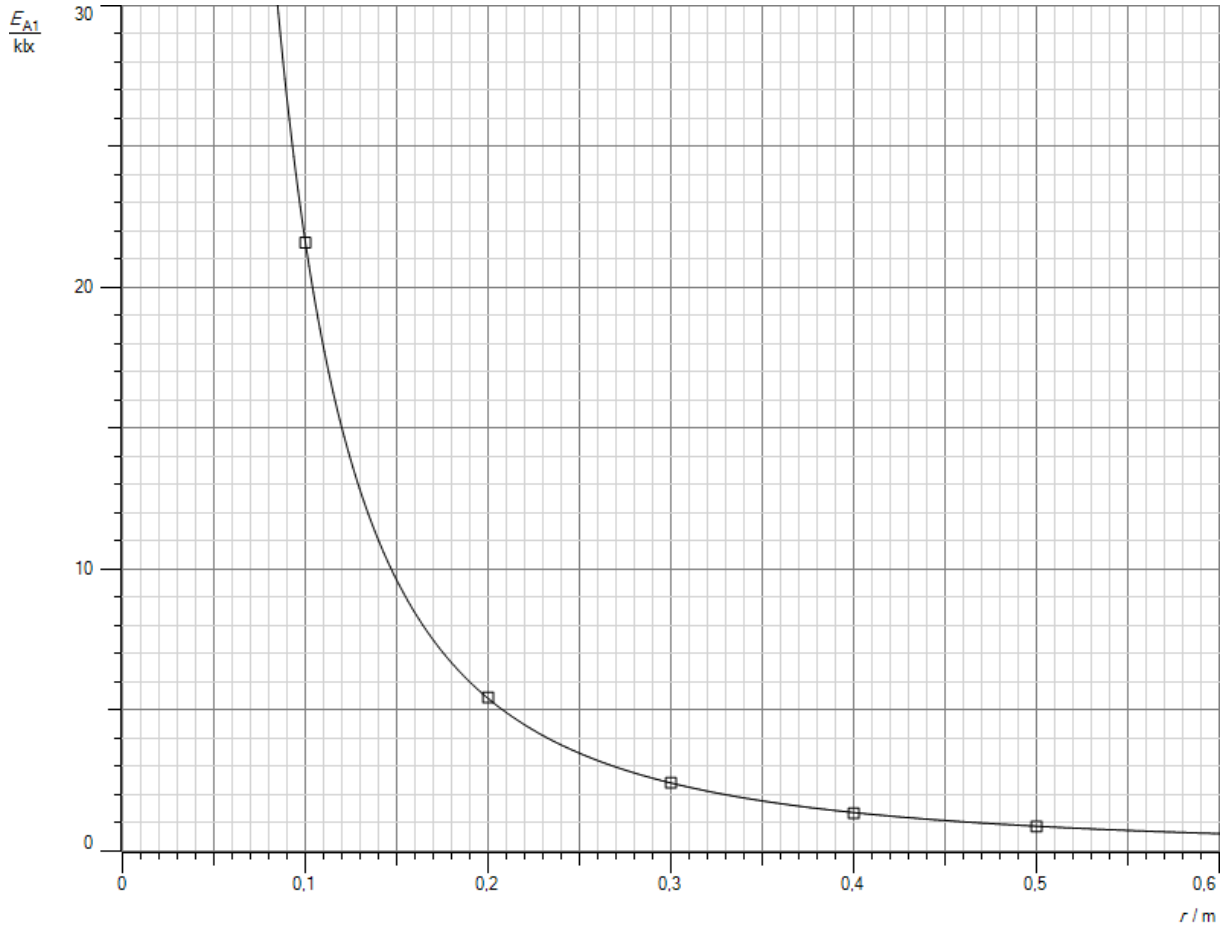

Abb.2: $E_A(r)$-Diagramm
c) Man erhält das Diagramm in Abb.2.